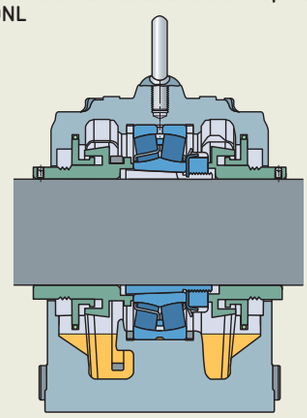

Fig. 6
- El efecto de bombeo de algunos tipos de rodamientos se puede utilizar para hacer circular el aceite. En la **fig. 6**, el rodamiento axial de rodillos a rótula bombea el aceite que vuelve al rodamiento axial mediante los conductos de conexión ubicados debajo de este.